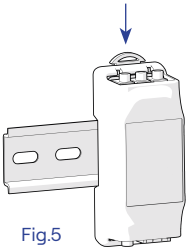

Fig.5
4. La CT box (códigos: PM02M, PM02T, PM02T100) se puede fijar a un rail DIN, bloqueándola tirando y soltando el enganche correspondiente (Fig. 5). La CT box compacta (códigos: PM03M, PM03T30, PM03T100) se puede colocar libremente dentro del cuadro eléctrico.